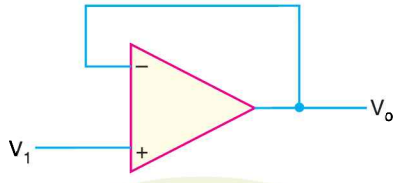

Fig. 25.107
14. What output voltage results in the circuit of Fig. 25.107 for V_1 = + 0.5 V? **[V_o = 0.5 V]**